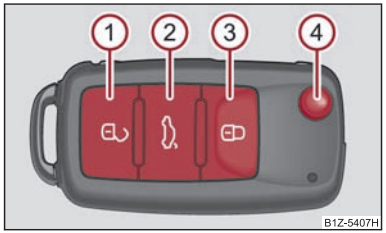

Fig. 30 Clé à radiocommande
– Appuyez sur la touche (1) ⇒ fig. 30 pendant 1 seconde environ. ▶